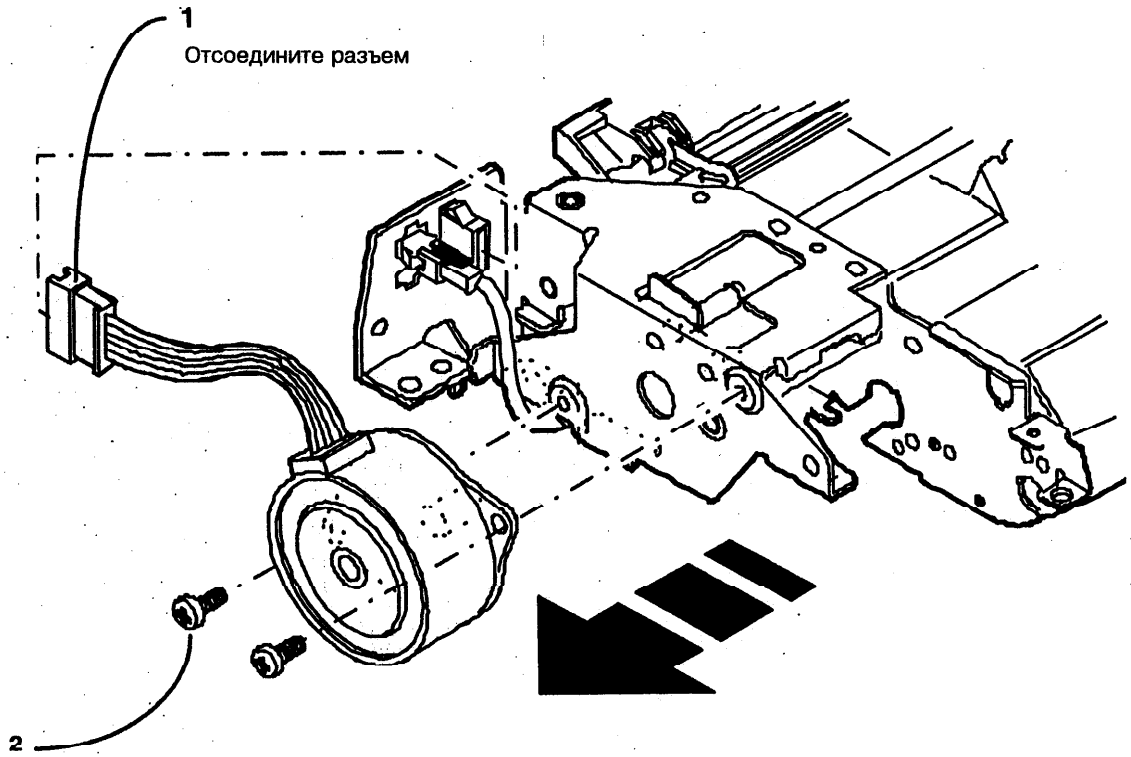

Рис. 1. Снятие двигателя SDF (MOT7)
2. (Рис. 1) Снимите двигатель SDF (MOT7)